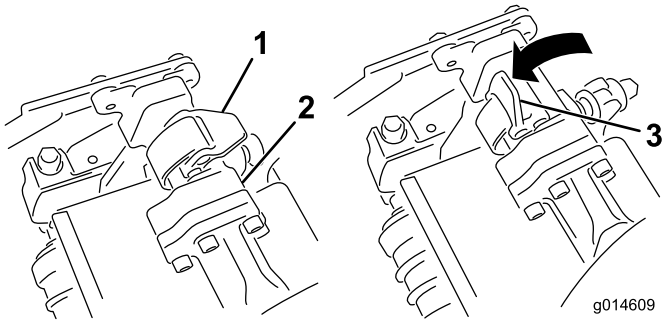

Figuur 11
5. Zorg ervoor dat de vergrendelingen op de ophangarm omhoog wijzen (dus open staan) (Figuur 11), druk de
6. Sluit de vergrendelingen rond de stang van het maaidek en vergrendel ze (Figuur 11).